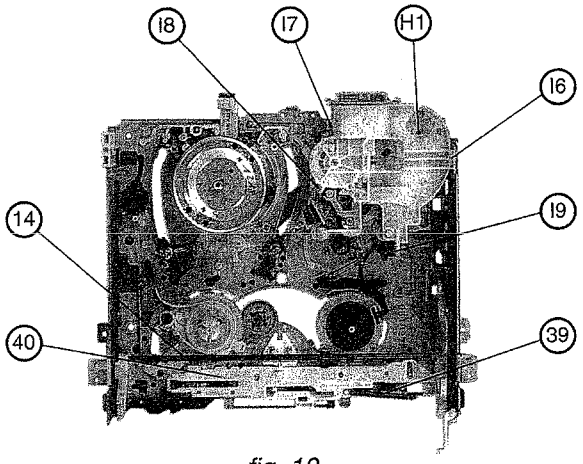

*fig. 10*
*(Abb. 10 und 11)*
*(Abb. 10, 12, 13 und 14)*
- Die Antriebsachse (14) der Kassettenhalterung ausbauen.
- Die Feder (39) und die Gleitschiene (40) entfernen.
- Die Andruckrolle (1) und den Hebel (25) entfernen.
*(fig. 10 and 11)*
*(fig. 10, 12, 13 and 14)*
- Remove cassette holder drive pin (14).
- Remove spring (39) and the slide rail (40).
- Remove pinch roller (1) and the lever (25).